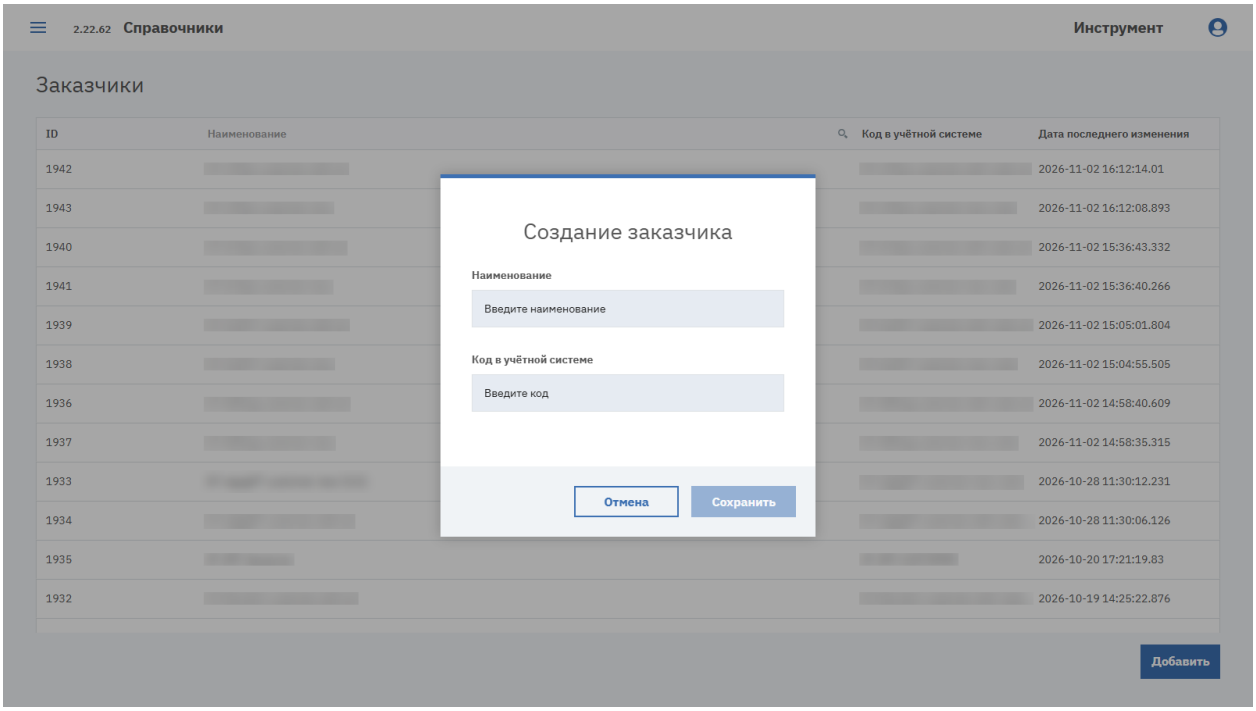

Рисунок 86. Окно «Создание заказчика»
1. Нажмите кнопку «Добавить». Откроется окно «Создание заказчика» (см. Рисунок 86).